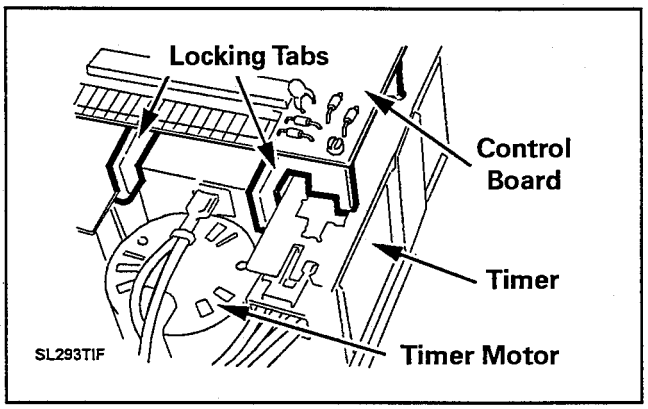

Figure 4-9
3. Squeeze the locking tabs together ***(Figure 4-9).***